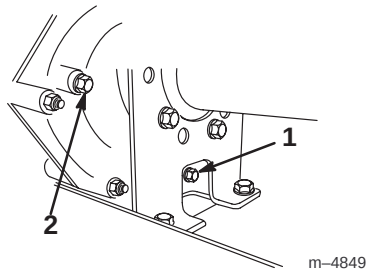
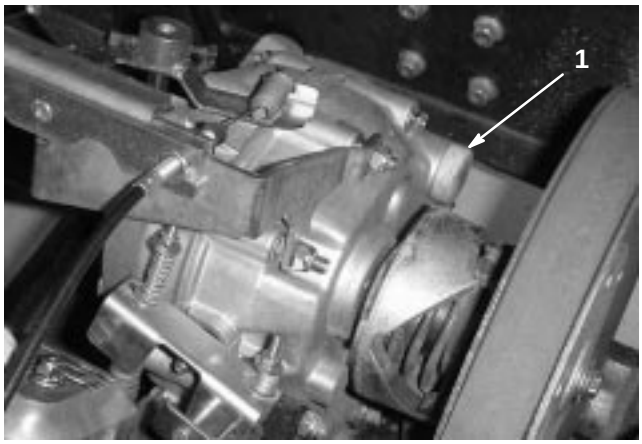

Figur 40
Figur 41
2. Ta bort avtappningspluggen från tankens högra sida (figur 40) och låt vätskan rinna ner i ett kärl. Sätt tillbaka och skruva åt pluggen när vätskan har slutat rinna.
3. Fyll tanken (figur 41) med ca. 1,4 liter motorolja av typen SAE 10W30 eller tills oljenivån når upp till botten av nivåindikatorhålet (figur 40).